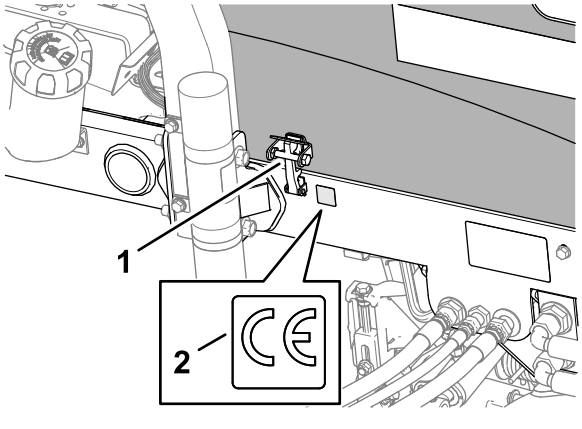

Figur 38
3. Torka av den vänstra ramen nära motorhuvlåset med alkohol och låt ramen torka (Figur 38).
4. Ta bort skyddspapperet och fäst CE-dekalen på ramen enligt Figur 38.